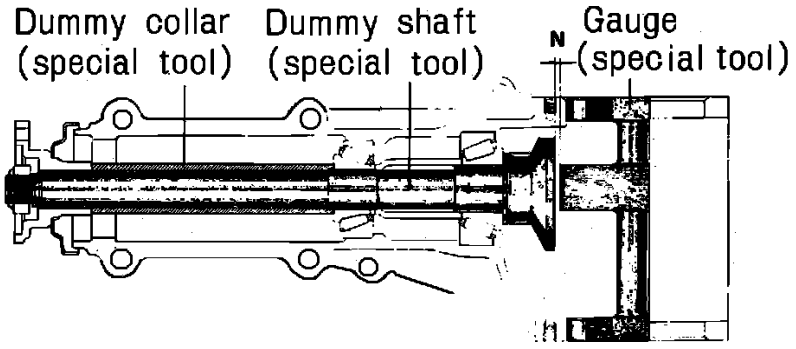

Fig. 7 Installation Position Of Tools For Adjusting Drive Pinion Height
b. Install dummy shaft, collar and gauge, tool set No. 398501600, and apply specified preload on bearings, **Fig. 7.**